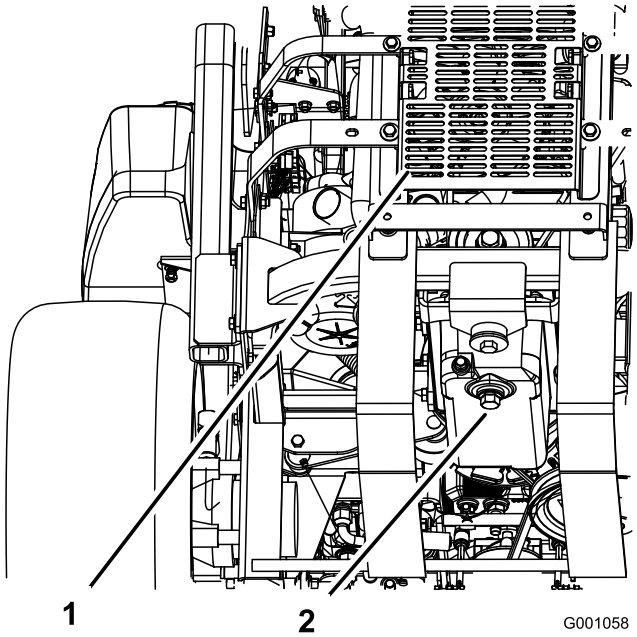

Figur 39
5. Placer en bakke under olieaftapningsproppen. Afmonter aftapningsproppen, og lad al olien løbe ud (Figur 39).